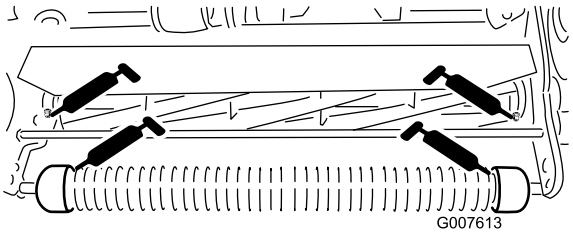

Figur 18
- 2 på frontrullen (Figur 18)
- 2 på knivcylinderens lejer (Figur 18)